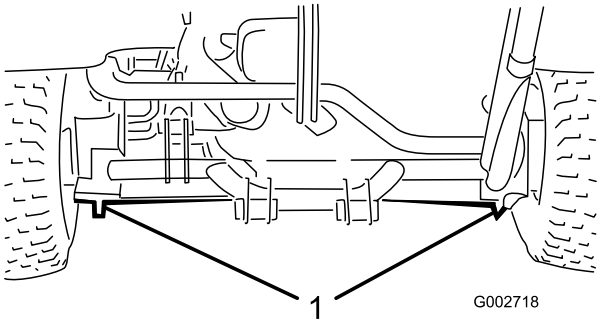

Figur 19
- Venstre eller høyre side under bakre hjulmotor eller rammen (Figur 19).